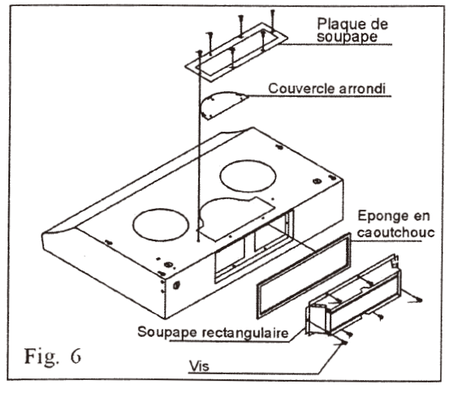

Fig. 6
- (c) Mettre en place le couvercle arrondi et la plaque métallique rectangulaire et les visser sur l'aspirail (au dessus). Puis mettre en place la soupape rectangulaire et la visser au dos de l'aspirail à l'aide de vis de dimensions 5/16''L x 5/32''D. (Fig.6)